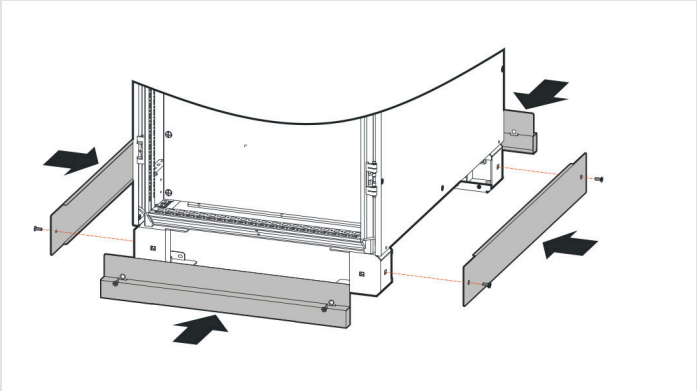

FIGURE 3-10 Refitting the bottom plates
5. Refit the bottom plates of the cabinet (Figure 3-10). With several cabinets, fit the bottom plates only after the cabinets are joined (Section 3.11).
5. Refit its bottom plates, as for the cabinet (Figure 3-10).